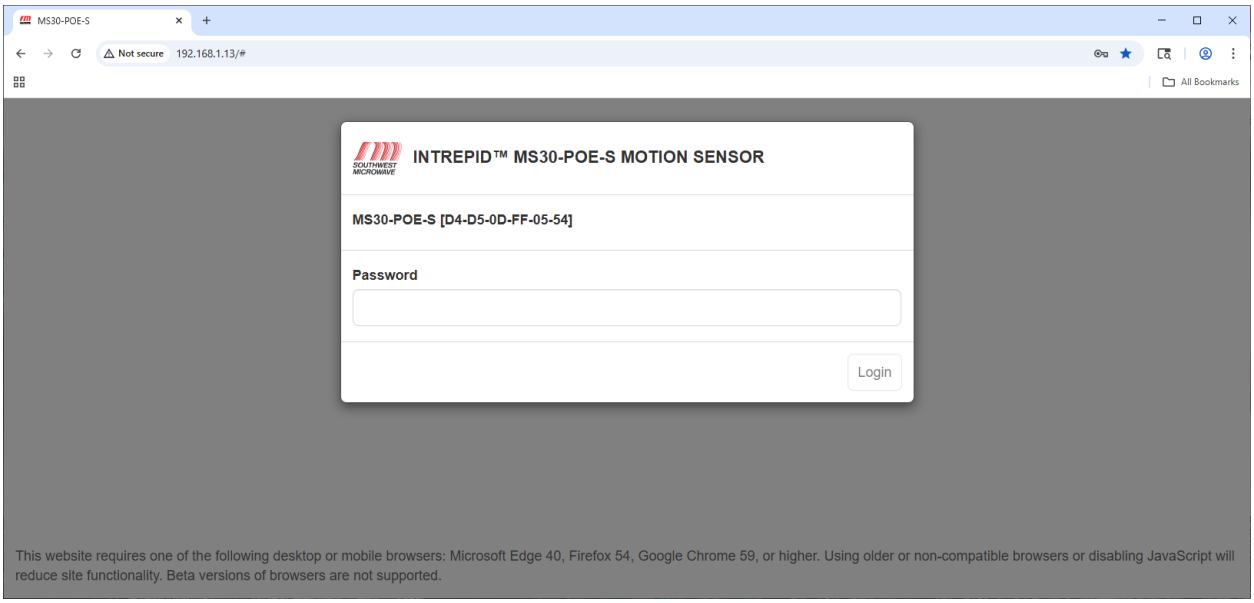

*Figure 8.2 – Login Screen*
**8.2.2** Once the IP address has been entered and the application started, the INTREPID™ Model MS30-POE-S motion sensor password dialog box will open as shown in Figure 8.2.